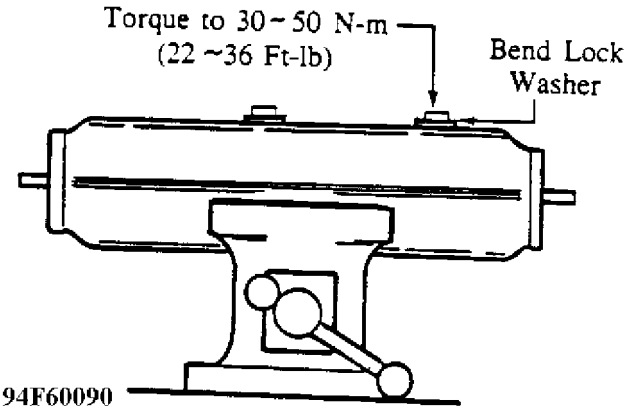

Fig. 24: Installing New Lock Washer on Converter
11. Install a new lock washer and tighten the drain plug No. 2 of the exchange convener to the specified torque and bend the lock washer to prevent the plug from loosening. See Fig. 24.